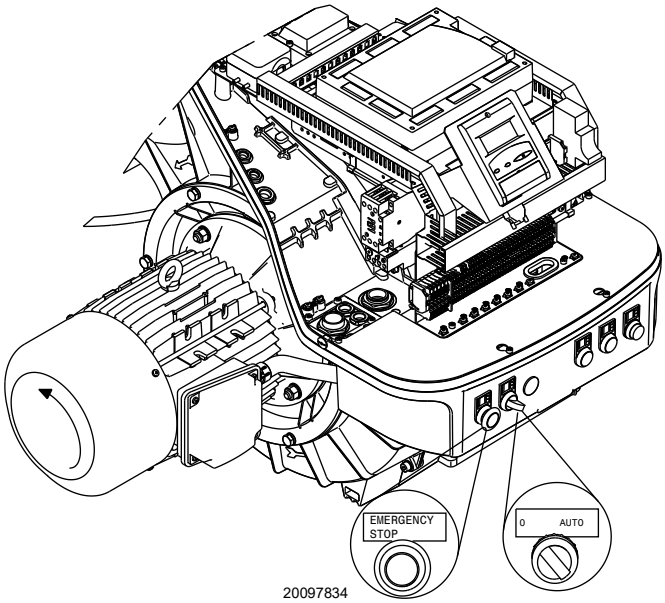

Abb. 24
Den Schalter auf die Position „**AUTO**" (Abb. 24) stellen.
Beim Anlaufen des Brenners die Drehrichtung des Motors überprüfen, siehe (Abb. 24).
- ➤ Den Schalter auf Abb. 24 auf „**0**" stellen und warten, bis das Steuergerät die Abschaltphase ausführt;